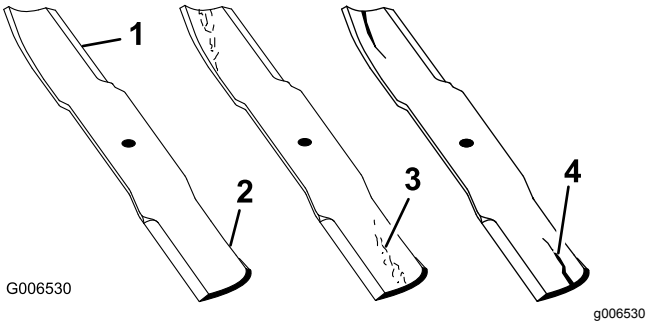

Figur 55
1. Undersøk kniveggene (Figur 55).
4. Hvis du finner sprekker, slitasje eller ser at det begynner å dannes spor i denne delen av kniven, må den skiftes ut øyeblikkelig (Figur 55).